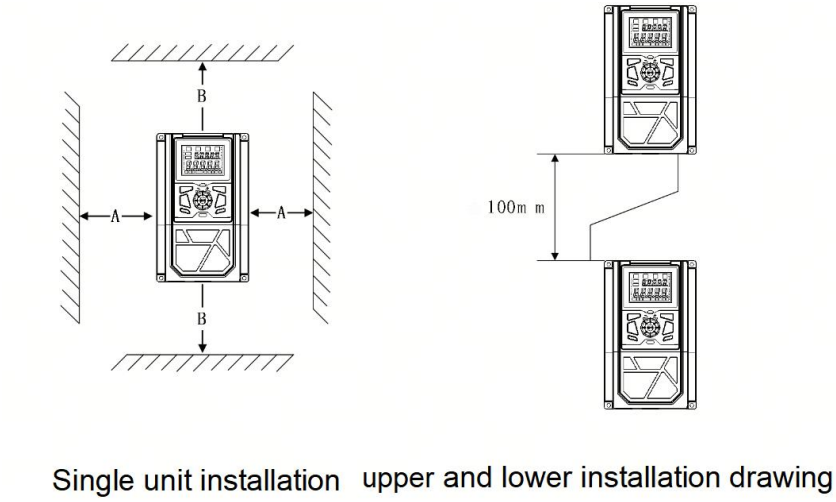

Figura 3-1 Immagine dell'installazione meccanica
1) Installare l'inverter in verticale, in modo che il calore si disperda verso l'alto. Non capovolgerlo. Se l'armadio contiene più convertitori di frequenza, è preferibile installarli uno accanto all'altro. Fare riferimento alla Figura 3-1 per l'installazione del deflettore isolante.
2) Spazio di installazione Seguire l'esempio mostrato nella Figura 3-1 per garantire lo spazio di raffreddamento dell'inverter. Tuttavia, si prega di considerare la disposizione del quadro elettrico in relazione alla dissipazione del calore degli altri dispositivi.